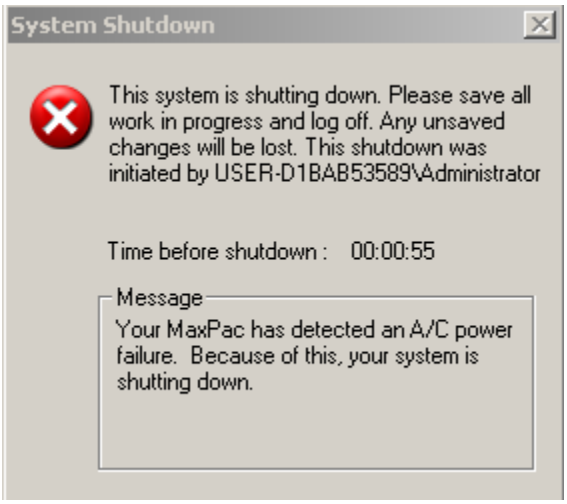

Figure 3-10
7) In order to simulate a power failure, disconnect the AC power cable while the system is in a powered-up condition. This will result in the following dialog appearing on the screen (Figure 3-10).